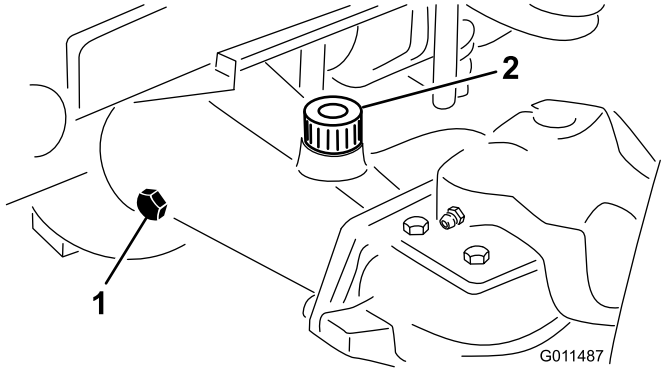

Figura 14
2. Retire un tapón de verificación de un extremo del eje (Figura 14) y asegúrese de que el lubricante llega al borde inferior del orificio. Si el nivel es bajo, retire el tapón de llenado (Figura 14) y añada suficiente